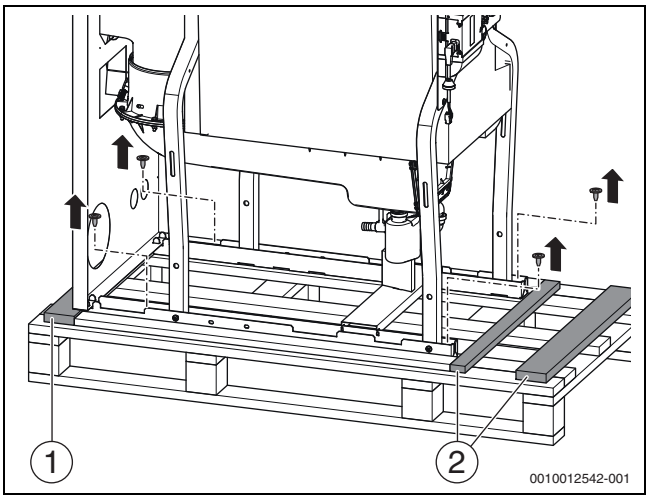

Bild 7 Heizkessel von Palette lösen (beispielhafte Darstellung)
- ▶ Je nach Schieberichtung entsprechende Fixierleiste (→ Bild 7) entfernen.